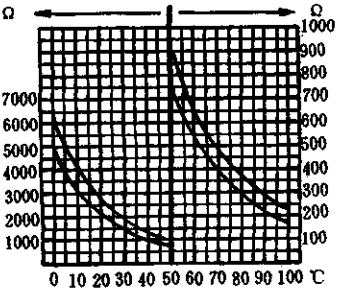

图 5—32
①拆下冷却液温度传感器电气导线连接器以模拟一种开路状态，即发动机冷机状态；然后把点火开关旋至点火位置，接上数字式电流表以测量差压调节器电源；对于 16 气门的发动机，表的读数应为 80～100mA；对于其余发动机，表的读数应为 80～110mA；
②使发动机工作从检查起动时的加浓；做此工作时，不要使发动机真正起动起来，而是拆开点火分电器盖上的点火线圈高压线并用一根跨接线使之接地，也就是说使发动机运转但不点火；使起动机工作约 2～3s，然后断开点火开关，此时在 20～50 秒钟内差压阀的电流应增加到 120mA 以上，然后使之返回到冷态运行的数值上（对于 16 气门的发动机，起动后加浓时间至少为 30～60s；测试结束后，断开点火开关并接上点火线圈高压线和冷却液温度传感器导线连接器；
③拔下冷却液温度传感器导线连接器，然后检测连接器针脚间的电阻值，其电阻值的变化与冷却液温度的关系应符合图 5—32 所示的要求；测试后与图示不符，则应更换冷却液温度传感器。